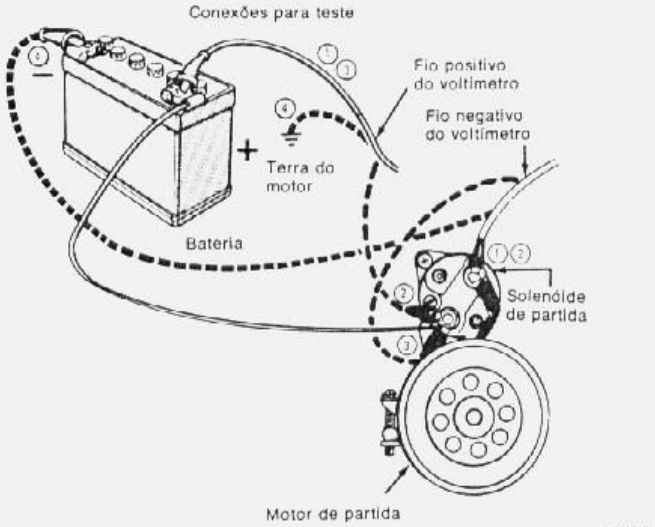

fig. 4 — teste do circuito de partida
Este teste irá determinar se a resistência no circuito do motor de partida é excessiva ou normal. Fazer as ligações de teste como mostra a fig. 4.
1. Com o fio negativo do voltímetro conectado ao terminal do motor de arranque e com o fio positivo ligado ao pólo positivo da bateria (fig. 4, fio 1): 0,5 V_r
2. Com o fio negativo do voltimetro conectado ao terminal de bateria do motor de arranque e o fio positivo conectado ao terminal "BAT" do solenóide (fig. 4, fio 2): 0,3 V.
3. Com o fio negativo do voltimetro conectado ao terminal "BAT" do solenóide e o fio positivo ligado ao pólo positivo da bateria (fig. 4, fio 3): 0,2 V.
4. Com o fio negativo do voltimetro ligado ao pólo negativo da bateria e o fio positivo conectado à massa do motor (fig. 4, fio 4): 0,1 V.